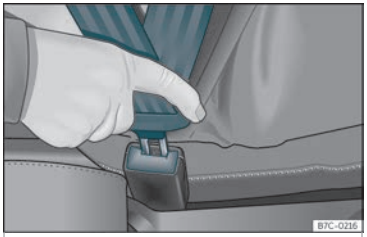

Fig. 9 Insertar a lingüeta do cinto de seguridade na súa pechadura.
- Encaste a lingüeta na pechadura do asento correspondente ››› **fig. 9**. »